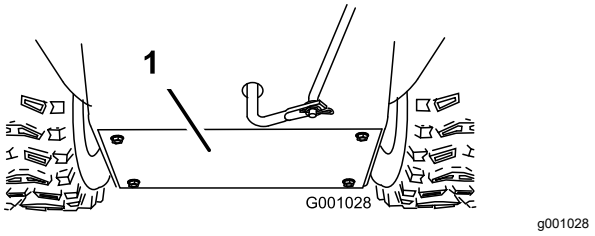

Rysunek 35
3. Zdejmij pokrywę tylną (Rysunek 35).